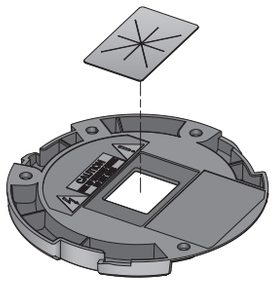

Figure-2
4) If a hole has been drilled on the bracket installation surface for cable access, press down to remove the Cable Stopper and attach the provided dustproof plate to it (Figure-2), and arrange the cables through the plate.